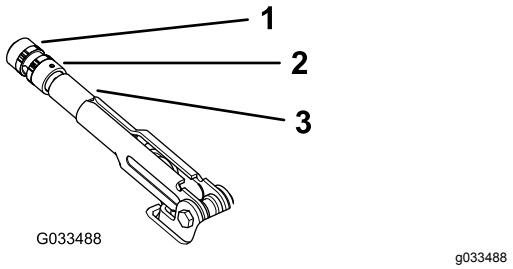

Figura 59
2. Allentate la vite a pressione che fissa la manopola alla leva del freno di stazionamento (Figura 59).
3. Girate la manopola (Figura 59) finché non occorre una forza di 20–22 kg per azionare la leva.
4. Serrate la vite a pressione una volta finito (Figura 59).